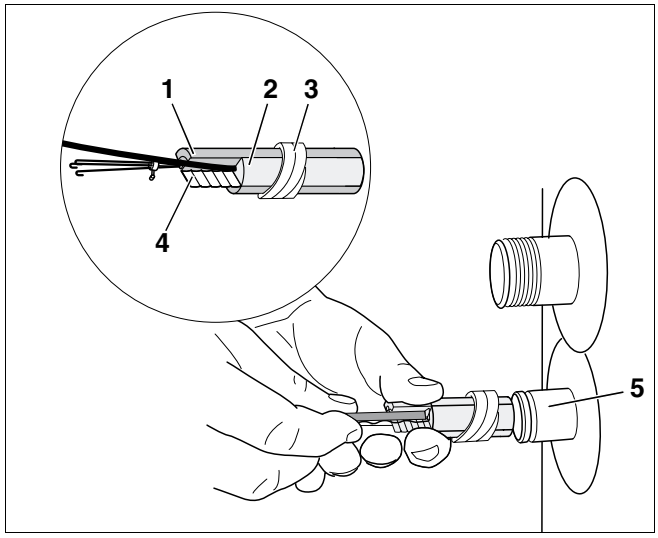

Afb. 7 Voeler voor de tapwatertemperatuur monteren
- Schuif het voelerpakket (afb. 7, **pos. 1** - **4**) tot aan de aanslag in de dompelhuls (afb. 7, **pos. 5**). Daarbij schuift de kunststofspiraal (afb. 7, **pos. 3**), die het voelerpakket samenhoudt, automatisch terug.
De compensatieveer (afb. 7, **pos. 4**) garandeert het contact tussen de dompelhuls en het voeleroppervlak en zodoende wordt er gezorgd voor een zekere overdracht van de temperatuur.